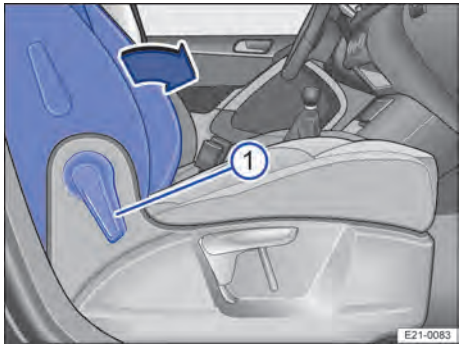

Fig. 68 Asiento del acompañante: abatir el respaldo hacia delante.
5. Tire de la palanca → Fig. 68 ① hacia delante para desbloquear el respaldo del asiento.
6. Abata el respaldo del asiento hacia delante, en el sentido de la flecha → Fig. 68, hasta que quede en posición horizontal.